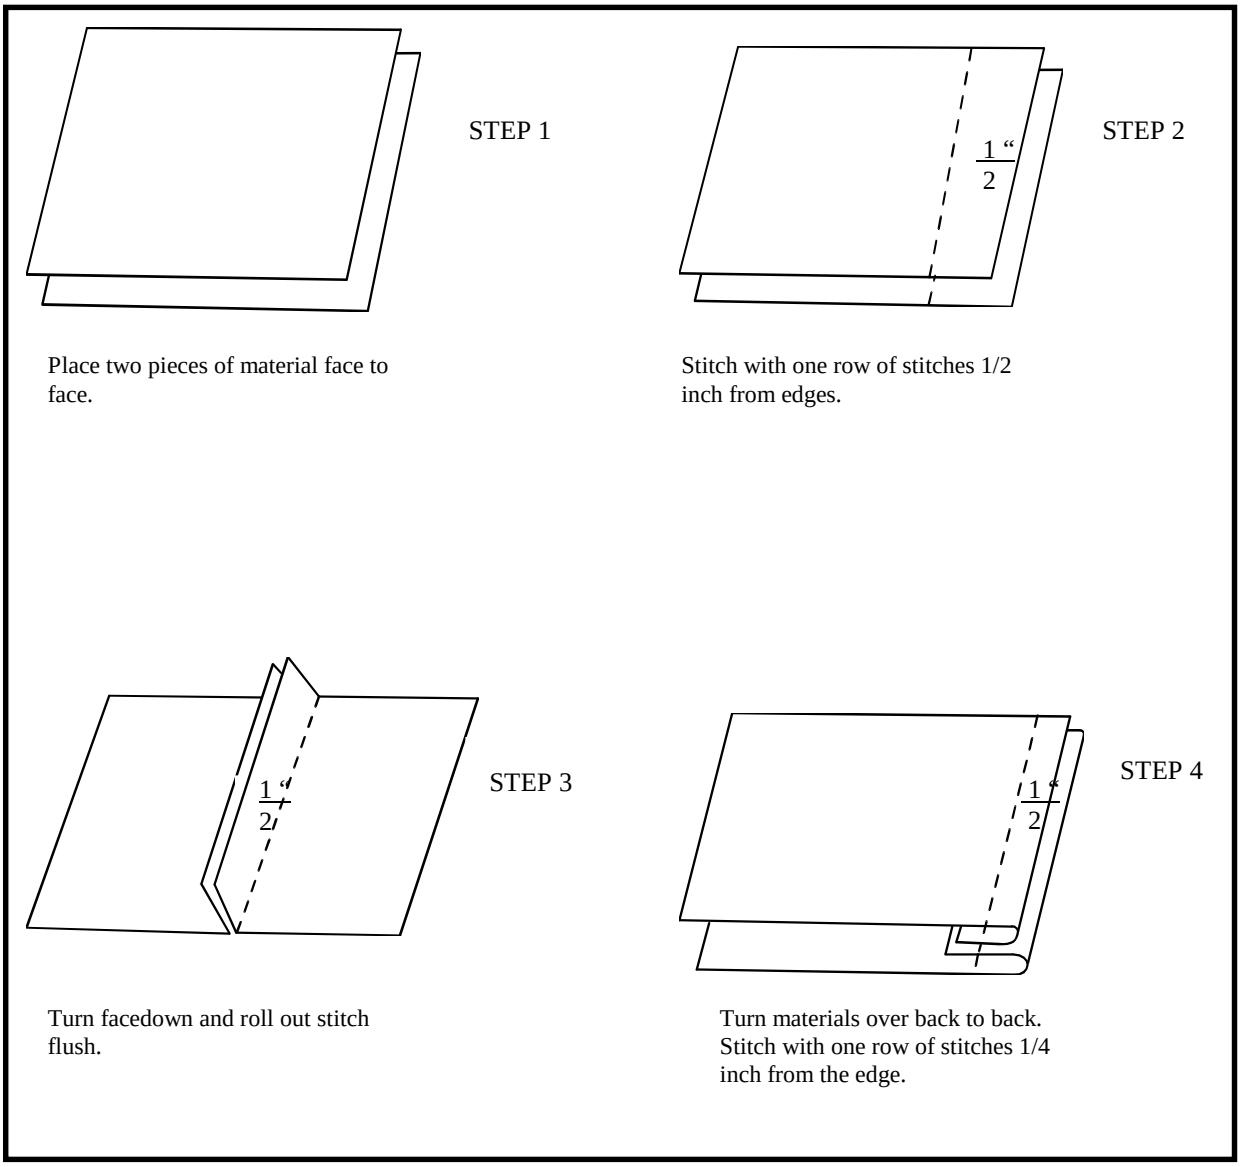

Figure 3-14. Seam type 6
g. Seam Type 6. Seam type 6 (Figure 3-14) is a simple seam topstitched to enclose the raw edges. It is used to finish the edge on cuffs, collars, and pocket flaps. This seam is also used to sew welts on side pockets. To make seam type 6--
(1) Cut an 8- by 8-inches piece of material into two pieces 4 inches by 8 inches.
(2) Place the two pieces squarely over each other, and face to face.
(3) Mark the top piece of material 1/2 inch from the right edge (8-inch length).
(4) Make certain the marked edges are even.
(5) Join the two pieces of the material together by sewing with a simple seam. Tack the stitch lines at both ends with a 1-inch tack. (no less than 7/8 inch, or no more than 1 1/8 inches).
(6) Fold the bottom piece of the material to the right and press the seams open with an iron.
(7) Fold the right material over the left piece of material. (At this point, the simple seam is at the operator's right and the top material is face up).
(8) Mark the top material 1/4 inch from the right edge (this is where the two materials are joined with a simple seam) across the length of material.
(9) Sew a row of stitches following the mark 1/4 inch from the right edge of both pieces of the material. Make sure the stitching is straight and evenly spaced 1/4 inch from the edge).
(10) Make sure each seam line has a 1-inch tack at both ends. (no less than 7/8 inch, no more than 1 1/8 inches).